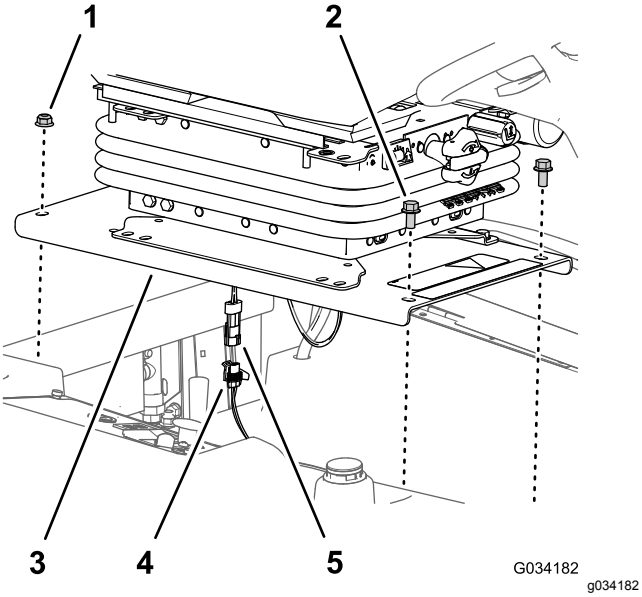

Figur 33
1. Fjern de to flenshodeboltene (3/8 x 3/4 tomme) som fester fronten av seteplaten til chassiset til maskinen (Figur 33).
2. Fjern de to flenslåsemutterne (3/8 tomme) som fester bakdelen av seteplaten til chassiset til maskinen (Figur 33)..
4. Koble kontakten med to pinner på dødmannsbryterens ledningssats fra kontakten med to sokler på maskinens ledningssats (Figur 33).
2. Koble kontakten med to pinner på dødmannsbryterens ledningssats til kontakten med to sokler på maskinens ledningssats. Se Figur 33.
3. Rett inn de bakre hullene i seteplaten (Figur 33) med de to låseboltene (3/8 x 1 tomme) i radiatorkanalen.
4. Monter seteplaten (Figur 33) til låseboltene med de to flenslåsemutterne (3/8 tomme) som du fjernet i trinn 2 av Fjerne setet og seteplaten (side 40).
5. Innrett de fremre hullene i seteplaten (Figur 33) med gjengene på tankstengene.
6. Monter seteplaten (Figur 33) til tankstengene med de to flenshodeboltene (3/8 x 3/4 tomme) som du fjernet i trinn 1 av Fjerne setet og seteplaten (side 40).